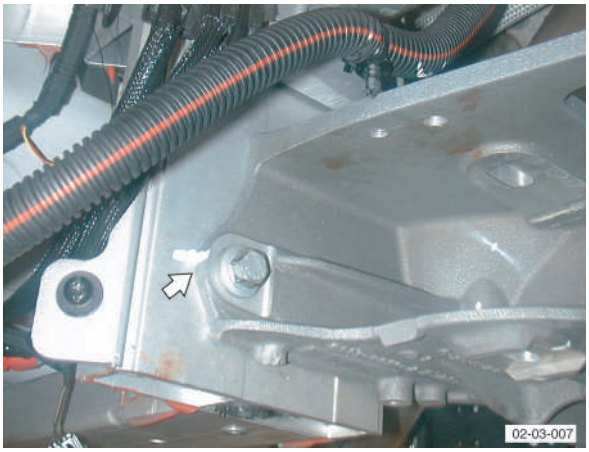

Fig. 5
27. Mark subframe position (see Fig. 5).